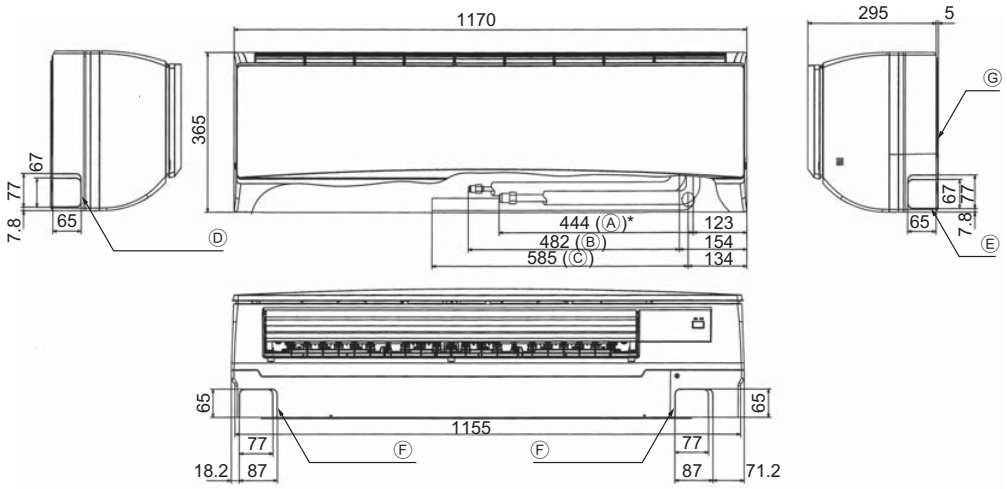

Fig. 4-2
4.3. Anordnung der Kältemittel- und Ablaßrohrleitungen (Fig. 4-2)